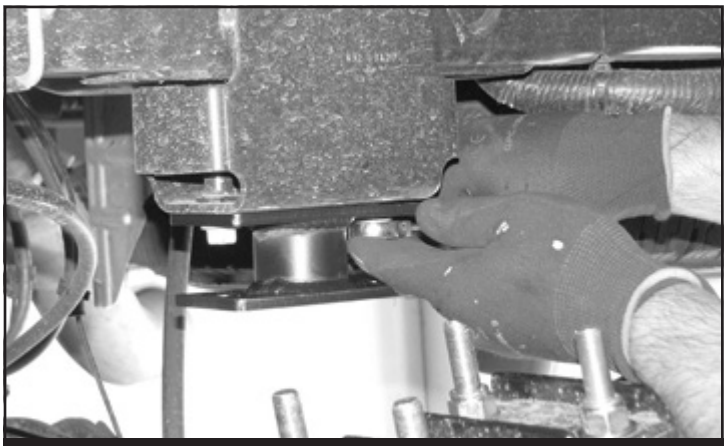

FIGURE 66 - STEP 57
57. Install the bump stop extension to the factory mount using the factory hardware and torque to 65 ft-lbs. **SEE FIGURE 66**